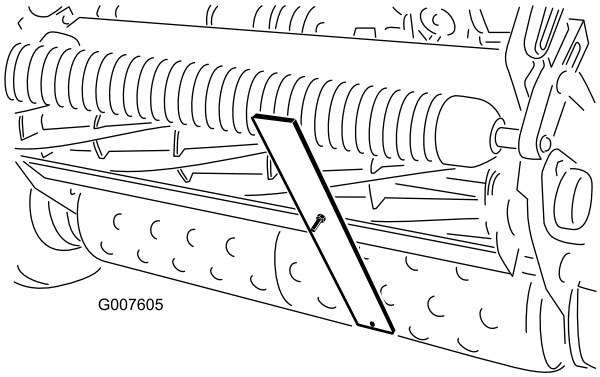

**Figur 53**
4. Hekt skruehodet på motstålets knivegg, og la den bakre delen av stangen hvile mot den bakre delen av valsen (Figur 53).